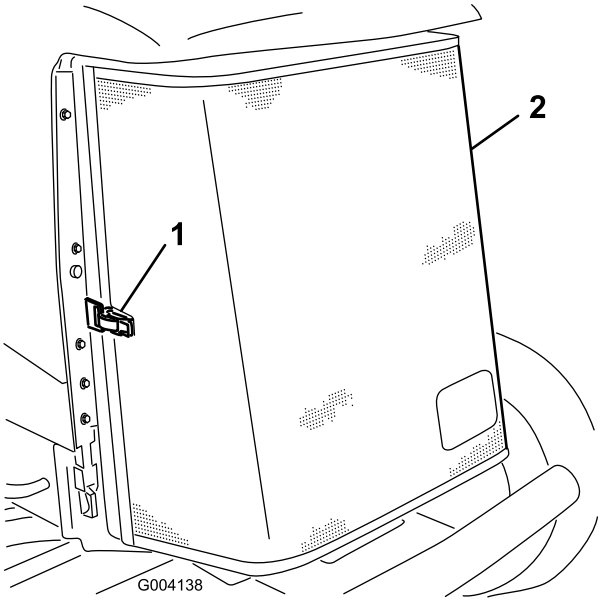

Figura 62
3. Desenganche y abra la rejilla trasera (Figura 62).